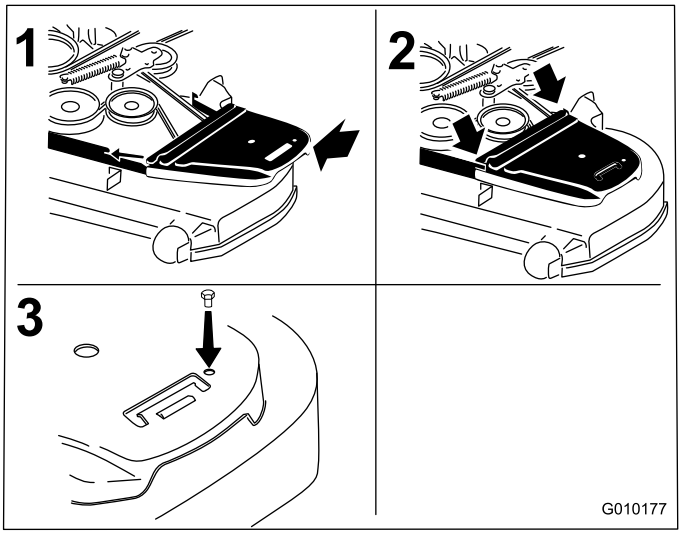

**Figure 74**
12. Reposez les couvercles de courroies (Figure 74).